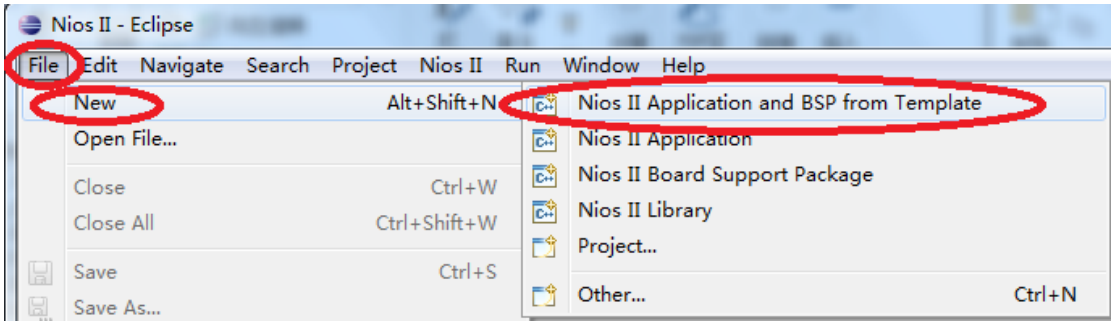

图 2. 42 打开新建 C/C+ +工程向导
(3)在该界面中选择 File—New—Nios II Application and BSP from Template(图 2. 42)，打开
3、在打开的 Make Targets 选项卡中，选择 mem_init_generate，然后点击 Build，如下图 2 所示。